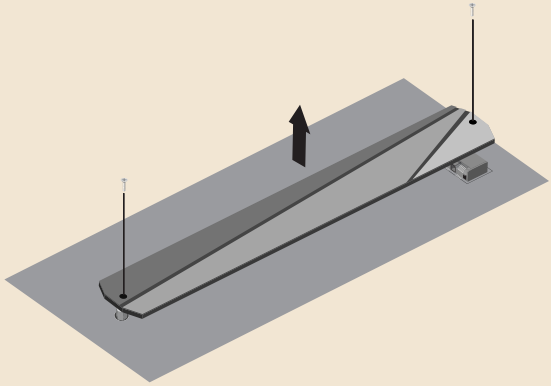

Figura 17.1: Remova o dissipador de calor, caso presente.
1. Algumas placas-mãe trazem um dissipador de calor pré-instalado sobre o slot M.2. Se for este o caso da sua placa-mãe, você precisará remover este dissipador de calor, o que normalmente, significa remover dois parafusos. Ver Figura 17.1.